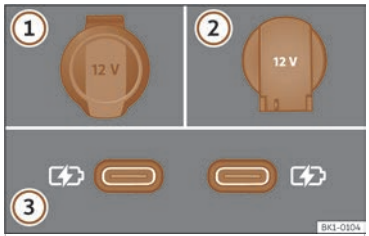

Fig. 152 Vehicle 12-volt socket.
››› **Fig. 152**
Depending on the equipment and the country, the vehicle may also have USB ports **exclusively for charging or as a power socket** ››› **Fig. 152** ③.